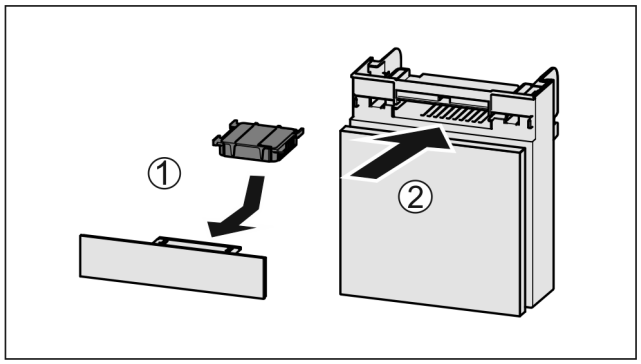

Fig. 160
▶ Introduceți *Fig. 160 (1)* filtrul de cărbune activ după cum se vede în figură.
▶ Împingeți *Fig. 160 (2)* compartimentul în interior.